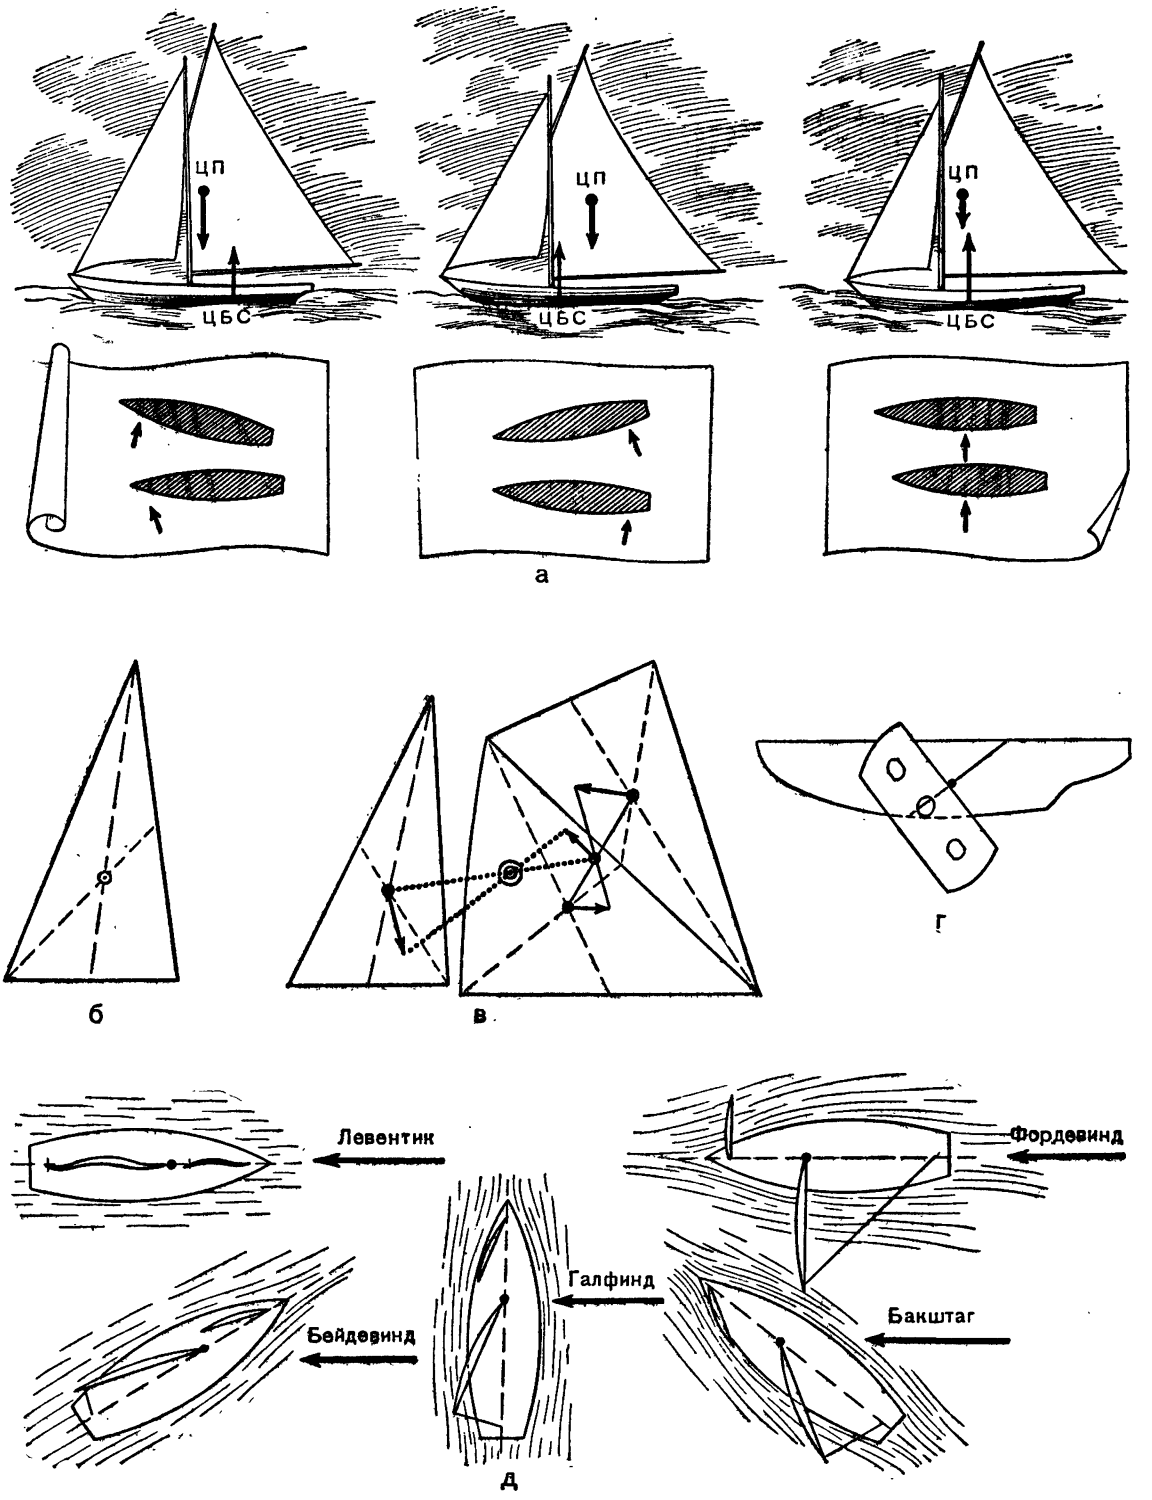

Рис. 8. Определение *ЦП*, *ЦБС* и различные курсы модели относительно ветра.
Центр бокового сопротивления *(ЦБС)* парусной модели находится следующим образом (рис. 8,*г*).
1) если на яхте один треугольный парус (рис. 8,*б*), то в этом случае из двух вершин паруса проводят линии (медианы). Точка пересечения медиан даст точку центра парусности *(ЦП)*;
2) при сложной системе парусов (рис. 8, *в*) *ЦП* вычисляют для каждого паруса в отдельности. Общий центр парусности будет расположен на линии, соединяющей центры парусности отдельных парусов ближе к большому парусу, как это видно на рисунке.